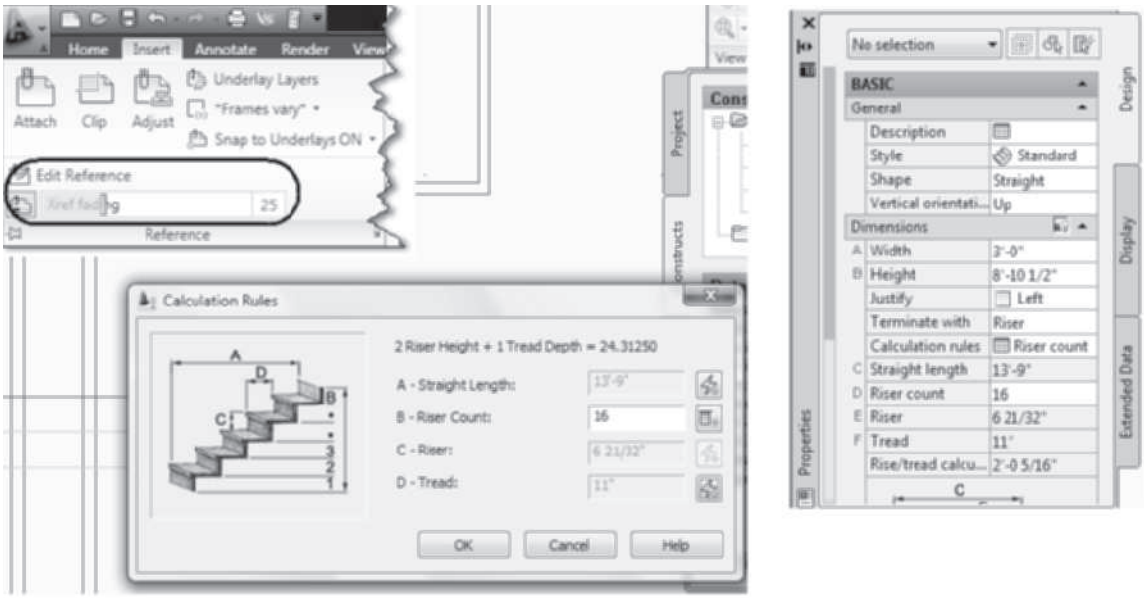

FIGURE 9.63 *Calculation Rules dialog box*
9. In this step, you will fade the display of the reference file. Choose Insert tab. Expand the Reference panel and choose the Xref fading slide bar and adjust to 25 as shown in Figure 9.63 to fade the display of the walls in the reference file.
= **16**, and verify that other fields are set to **Automatic** as shown in Figure 9.63. Click **OK** to dismiss the **Calculation Rules** dialog box. In the Advanced section verify Floor Settings are A-Top Offset = **0** and C-Bottom Offset = **0**. Verify that the Flight Height: Minimum limit = **None** and Flight Maximum limit = **None**. Respond to the following workspace prompts: